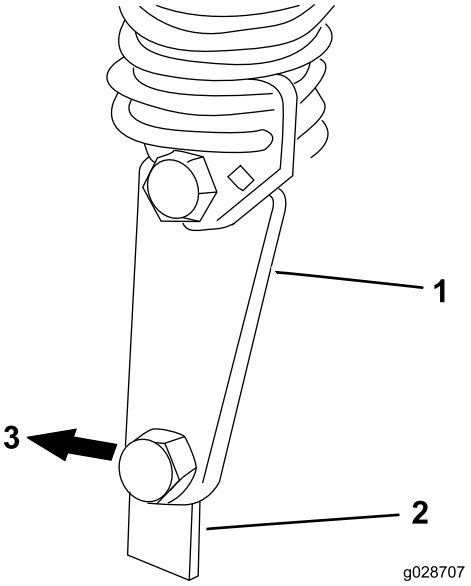

Figur 16
7. Start motoren, og hæv rammen. Fastgør modvægtsfjederens rørknæforbindelse til klippeenhedens fjederbeslag med den ansatsbolt og låsemøtrik, du fjernede tidligere (Figur 16).